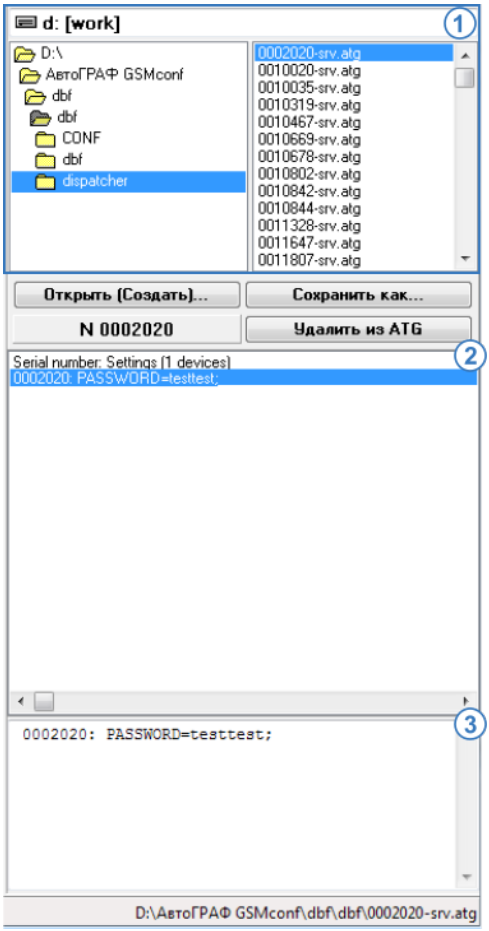

Рис.13. ATG браузер.
- В верхней части браузера (Рис.13, п.1) выберите нужный ATG файл с настройками. Дважды нажмите на файле левую кнопку мыши, файл откроется. Вы также можете открыть ATG файл, нажав кнопку «Открыть (создать)» и выбрав в появившемся окне нужный файл.